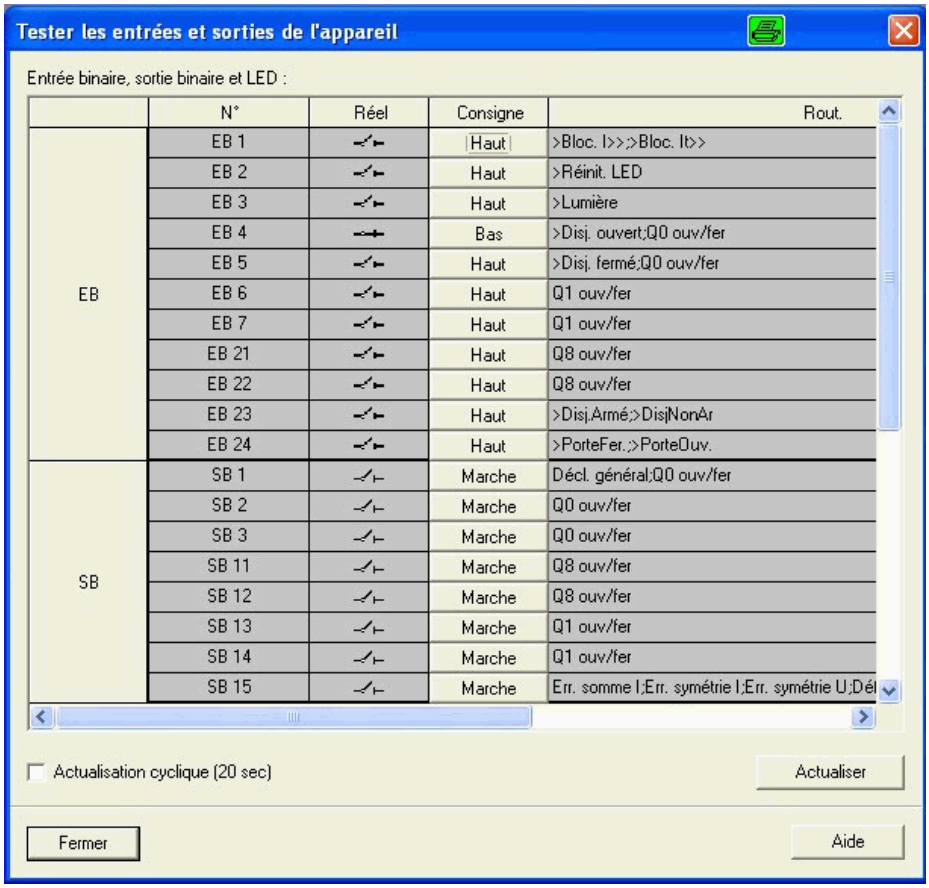

Fig. 3-21 Tester les entrées et sorties — Exemple
- Doublecliquer sur la liste sur **Entrées et sorties de l'appareil**. La boîte de dialogue du même nom s'ouvre (voir figure 3-21).